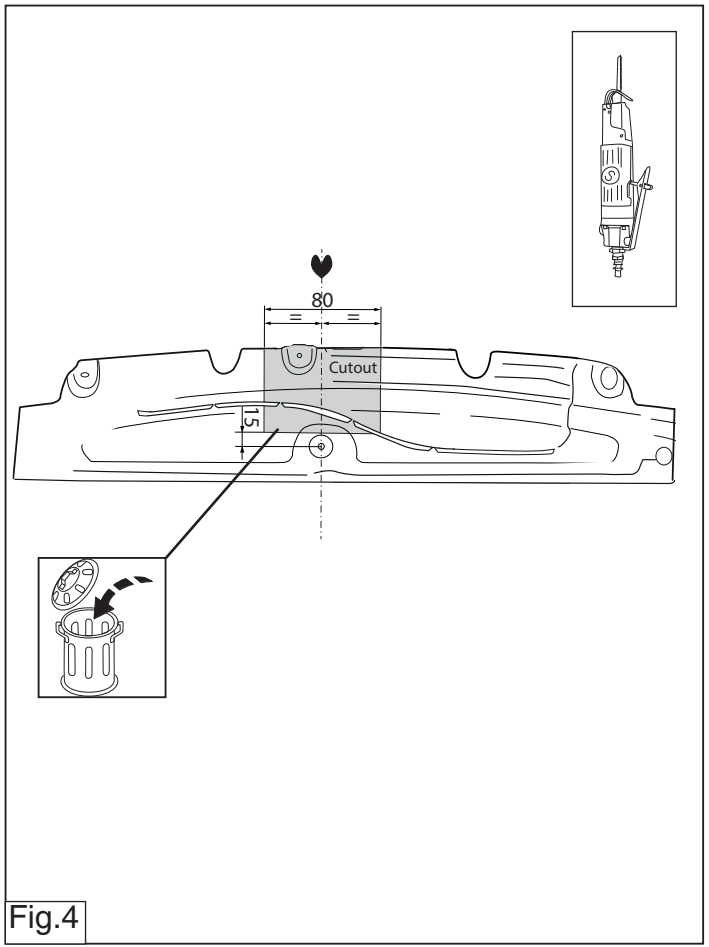

Fig.4
8. Выпилить обозначенную часть, как указано на рис. 4.